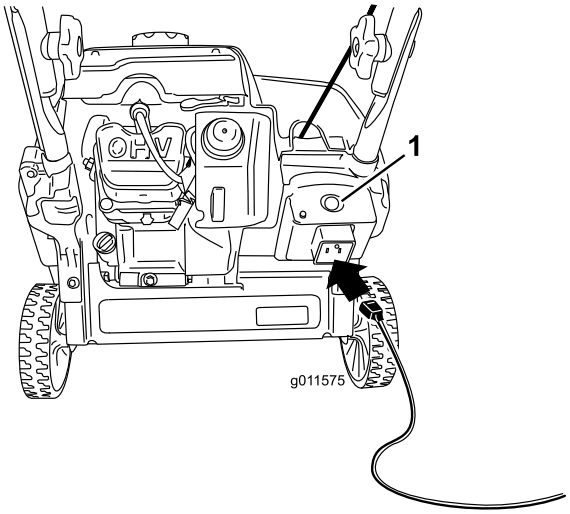
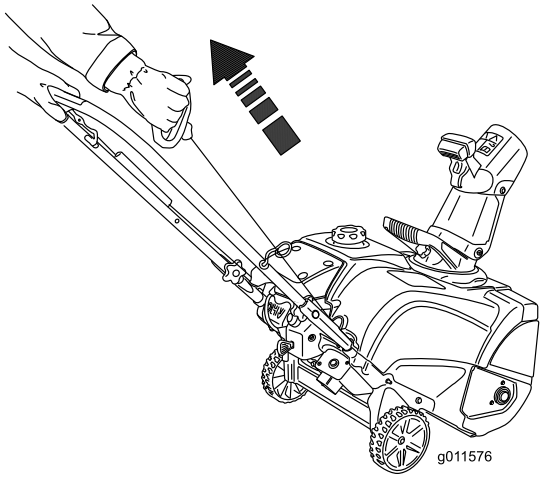

Figur 19
Figur 20
4. Koble til en skjøteledning til et strømuttak og maskinen, og trykk på den elektriske start-knappen (kun for modell 38283) (Figur 19), eller trekk i tilbakespolingsstarterhåndtaket (Figur 20).